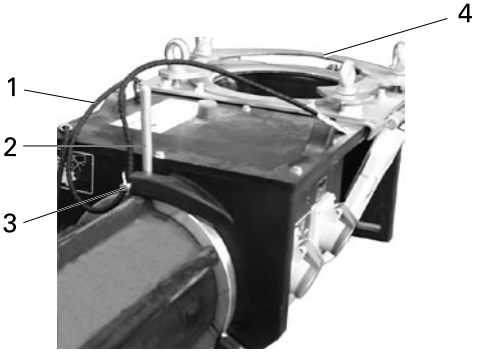

Abb. 13: Sicherung des Mischrohrs
Achten Sie unbedingt darauf, dass der Sicherheitsbügel montiert ist (Abb. 13, 4)!
- Befestigen Sie den Klappstecker, der am Expander hängt, an der dafür vorgesehenen Bohrung am Bajonettverschluss des Homogenisierteils (Abb. 13, 3)
Die Montage unter einem Großsilo ohne Verwendung des Ausstattungssets „Großsilo“ ist nicht zulässig. Achten Sie unbedingt darauf, dass der Sicherheitsbügel montiert ist (Abb. 13, 4)!